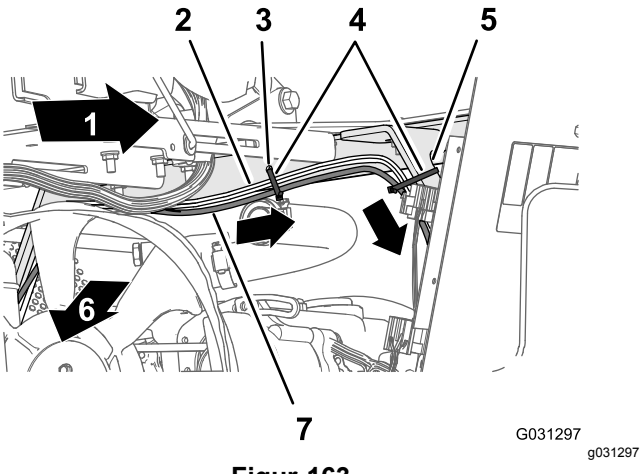
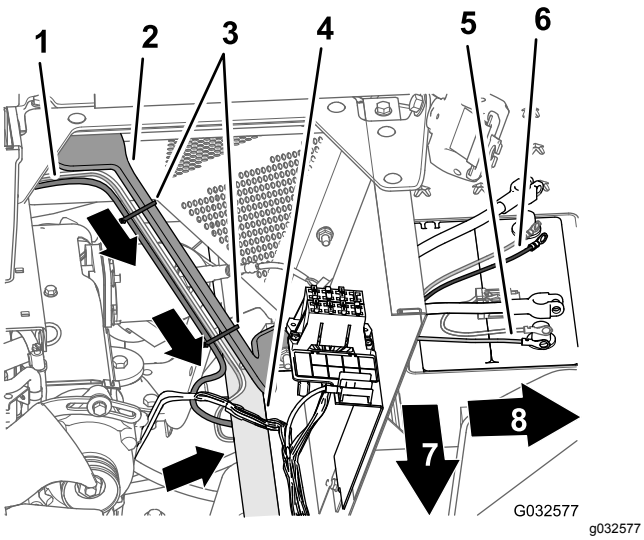

**Figur 163**
**Figur 164**
3. Før 220 cm afgreningen af det elektriske ledningsnet til navigationssystemet ned langs venstre støtte til motorskjoldet og under venstre stelrør (Figur 163).
støtte med 3 kabelbånd (Figur 163 og Figur 164).
5. Før 10 A-sikringen samt plus- og minusringklemmen fra 220 cm afgreningen af det elektriske ledningsnet til navigationssystemet til toppen af batteriet (Figur 164).